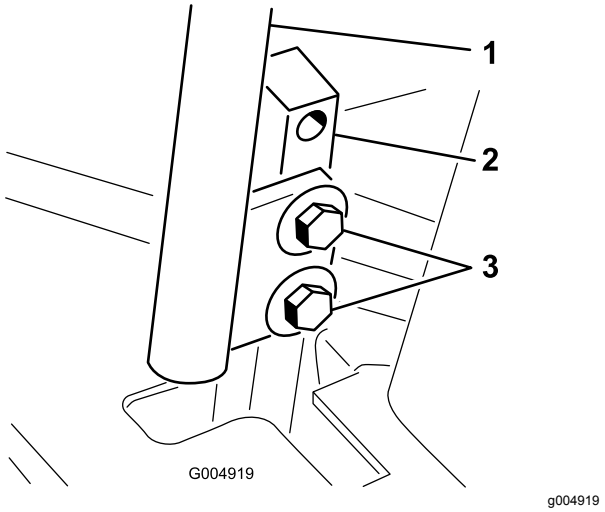

**Rysunek 54**
3. Poluzuj śruby mocujące dźwignie sterowania (Rysunek 54).